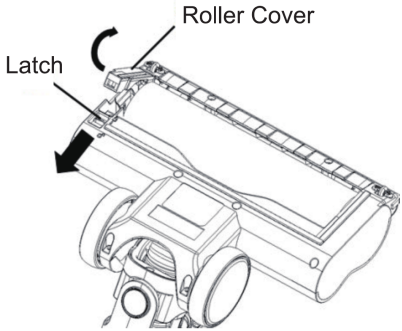

Figures. 5
1. As shown in Figure 5, move the latch at the bottom of the motorized floor brush to the unlocked position, remove the roller cover, and then pull out the roller brush. **Note:** some dust may escape when removing the roller.